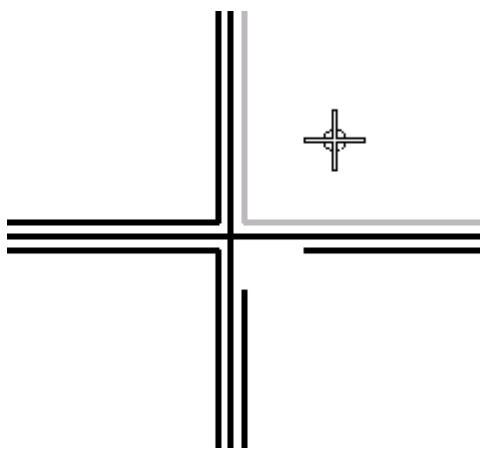

Figure 3-lab 6
5. **PARTIAL DELETE** the copied lines as shown in Figure 3-lab 6, then **EXTEND LINES TO INTERSECTION.**
D. Use the **COPY PARALLEL** command and key in 3 feet to copy the top or bottom of the window to complete the window panes. Your left window should look similar to the one in Figure 3.